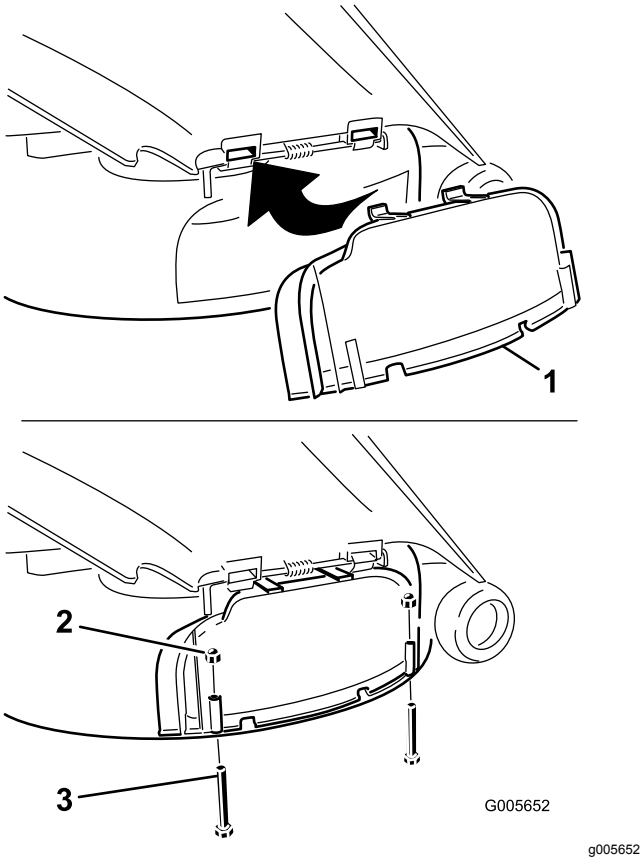

Figuur 25
5. Draai de afvoerafsluiter naar beneden op de opening en op de onderste lip van het maaidek (Figuur 25).
6. Zet de uitworpafsluiter vast aan de onderste lip van het maaidek met twee bouten (¼ x 2½") en twee dopmoeren (¼") zoals getoond in Figuur 25.